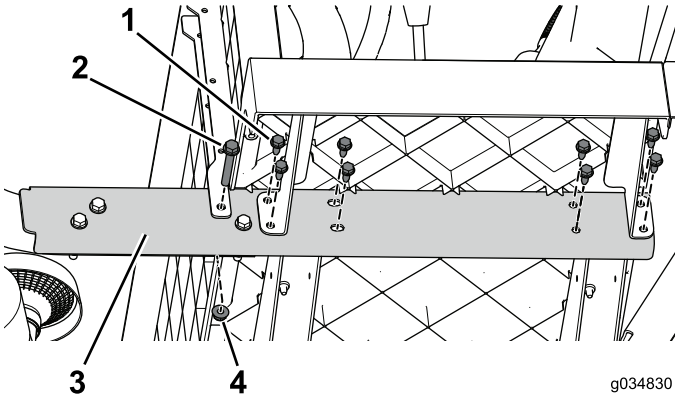

Figure 16
2. Remove the flange bolts (3/8 x 2-1/2 inches) and nuts that secure the side rail to the machine (Figure 16). Do this on both sides of the machine.
3. Working from front to back, remove the flange bolts (5/16 x 3/4 inch) that secure the side rail to the machine (Figure 16). Do this on both sides of the machine.